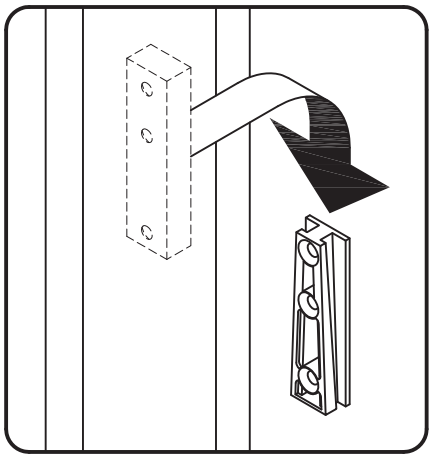

Figure 6
Attach Side Panels (E) to unit by sliding metal sleeves on Side Panels (E) onto metal clips on unit. (See Figure 6)